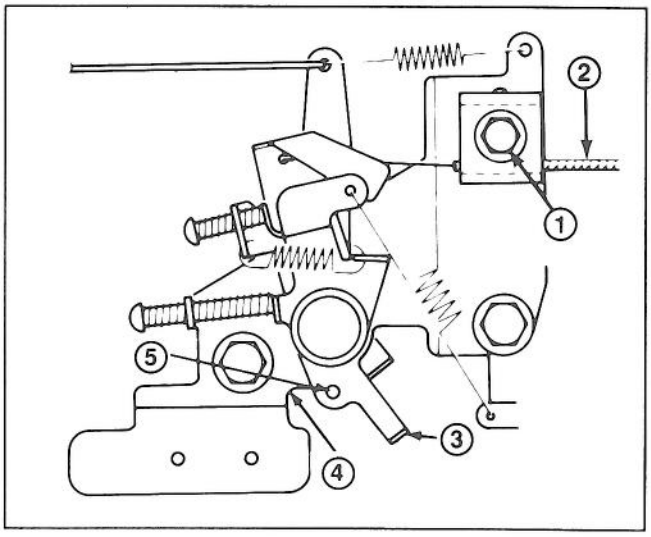

Figure 20
3. Loosen cable clamp screw until throttle cable slides (Fig. 20). Align holes in throttle lever and throttle bracket. Tighten cable clamp screw to lock adjustment in place.